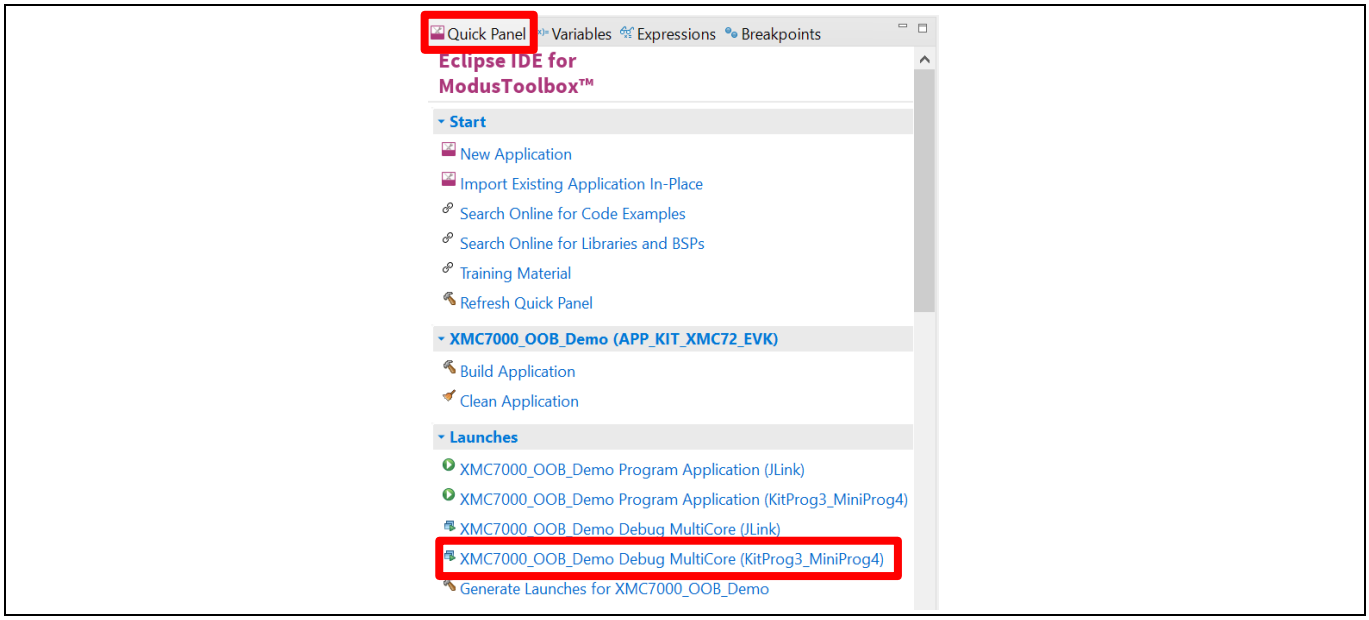

Figure 13 Debugging in the ModusToolbox™ software
5. ModusToolbox™ software has an integrated debugger. To debug a XMC7200D application, in the Project Explorer, select **<App_Name>** project. In the Quick Panel, scroll to the **Launches** section and click the **<App_Name> Debug (KitProg3_MiniProg4)** configuration as shown in **Figure 13**. For more details, see the "Program and debug" section in the **Eclipse IDE for ModusToolbox™ user guide**.